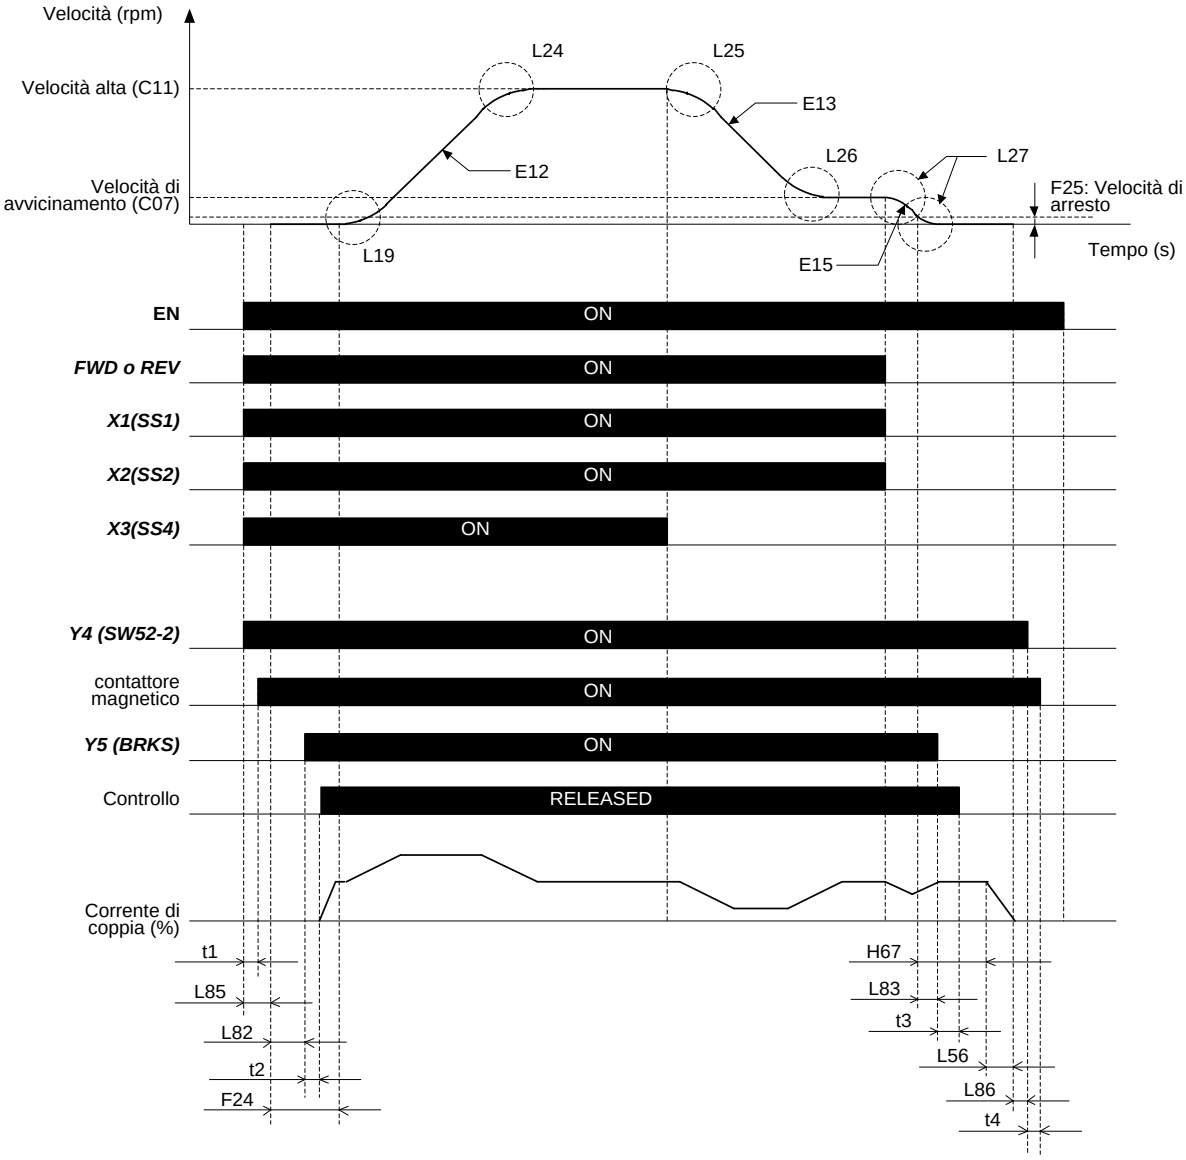

Figura 11.1: Diagramma sequenza tempi e segnali per applicazioni ad anello chiuso
La figura 11.1 mostra un diagramma temporale completo e la sequenza dei segnali in caso di applicazione ad anello chiuso. Mostra una corsa standard con un ascensore controllato da ingressi digitali con velocità alta e di avvicinamento. In questo caso, i motori asincroni e PMS sono equivalenti.
- La figura 11.1 mostra un esempio di corsa quando i segnali del freno e dell'alimentazione sono controllati dal drive. Se questi segnali sono controllati dal controller dell'ascensore, i tempi potrebbero essere diversi.
12. Diagramma temporale dei segnali per controllo ad anello aperto (IM)